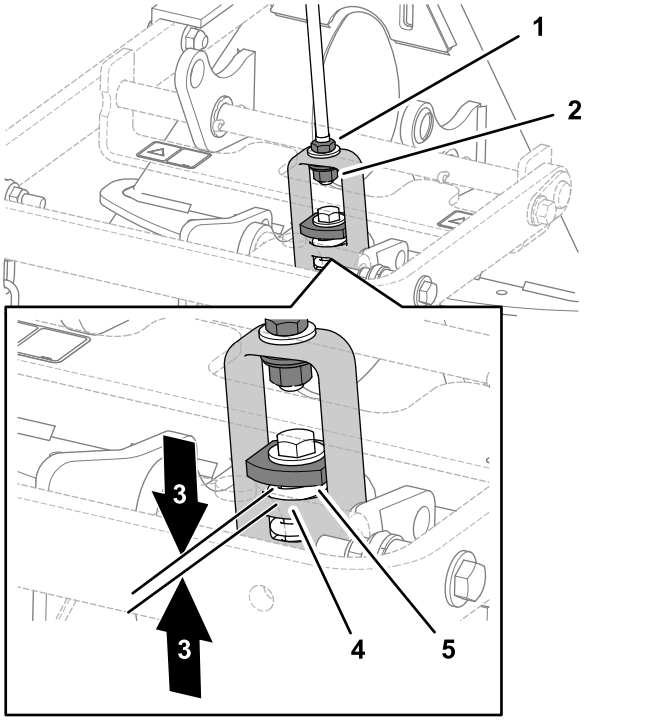

Bild 11
9. Wenn der Rechen an der Zugmaschine montiert und befestigt ist, messen Sie den Abstand zwischen der oberen Scheibe und dem Distanzstück im Kettenglied am Anbaugerätadapter, siehe Bild 11.